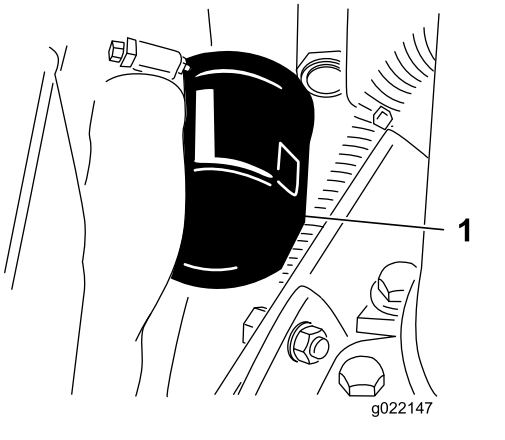

**Figur 57**
3. Avlägsna oljefiltret (Figur 57).